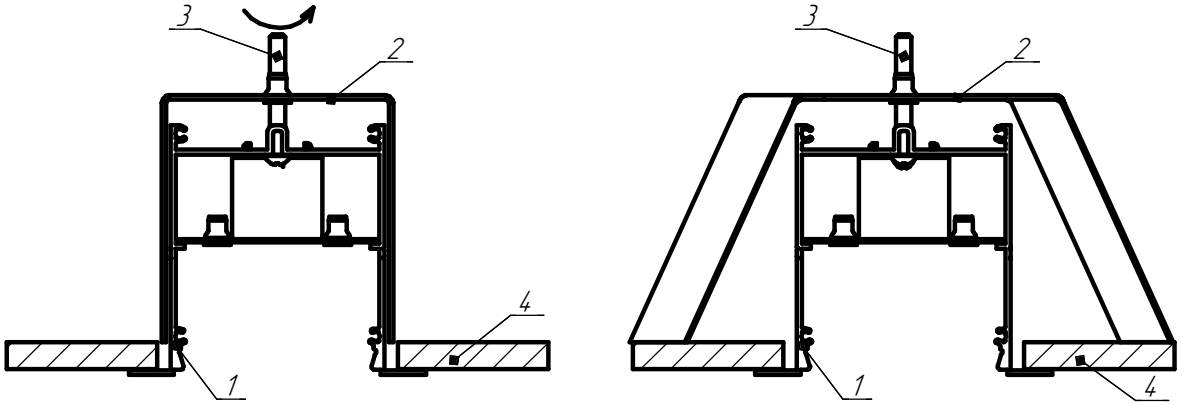

Рисунок 5 - Схема установки светильников в потолок
6.3.3 Корпус светильника установить в подшивной потолок или стену из гипсокартона. Закрутив винты до упора, зафиксировать светильник (см. рисунок 5).